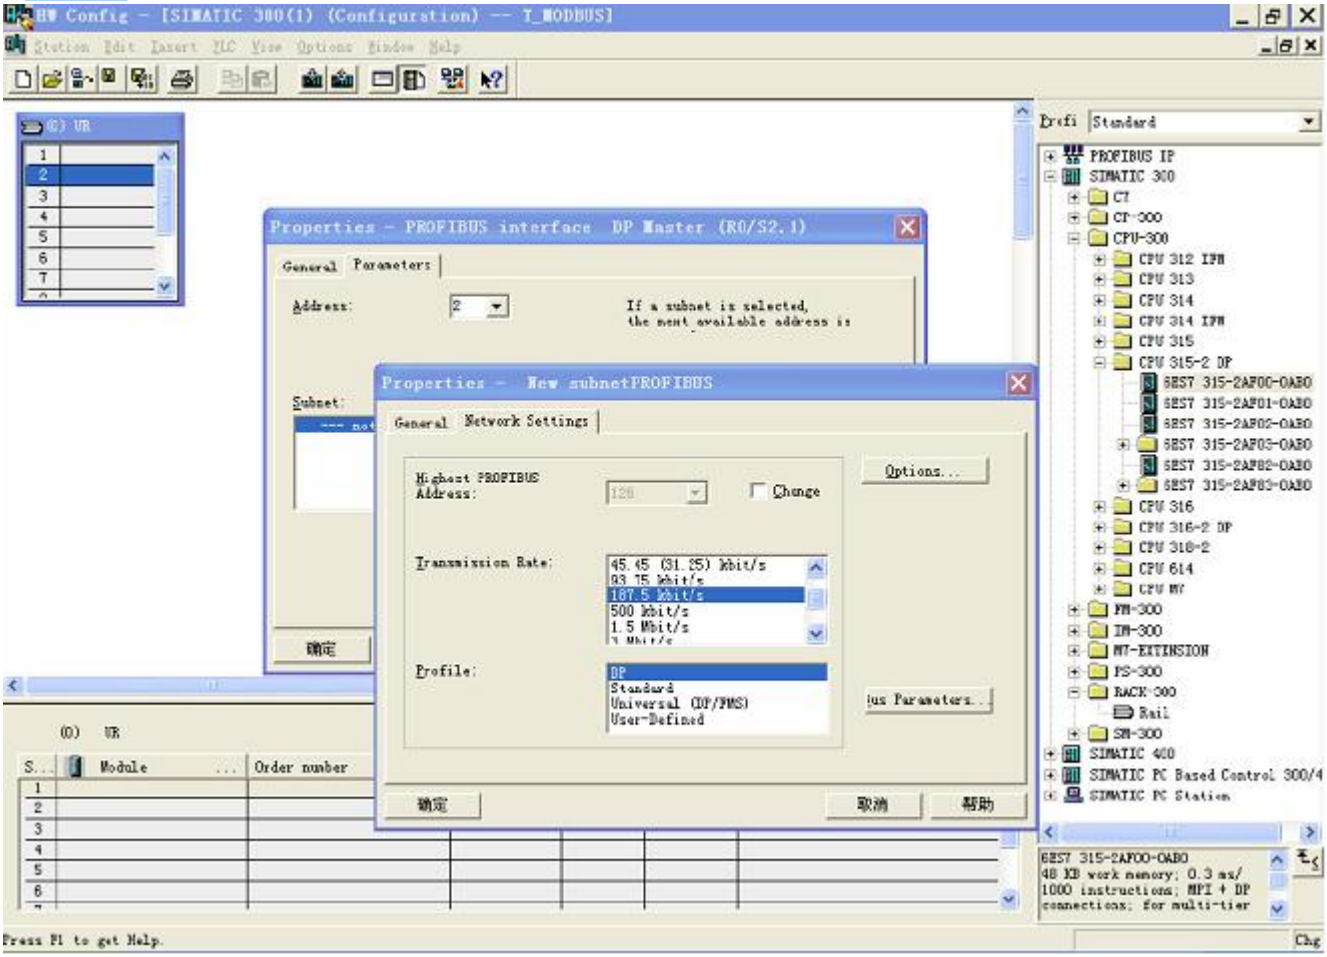

图 8
9. 创建 Profibus-DP 网络，设置 Profibus-DP：New->Network settings，选择 DP，选择一个波特率如 187.5Kbps，然后“OK”. 双击它；如图 8